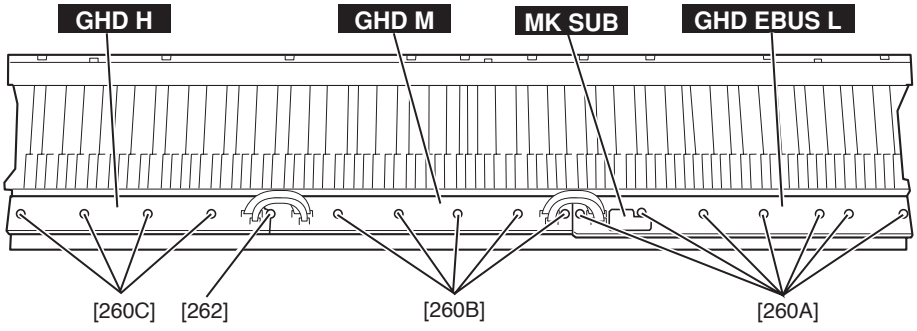

Fig. 15(図15)
Remove the seven (7) screws marked [260A]. The GHD EBUS L and MK SUB circuit boards can then be removed. (Fig. 15, Photo 10)
Remove the five (5) screws marked [260B] and the screw marked [262]. The GHD M circuit board can then be removed. (Fig. 15)
[260A] のネジ 7 本を外して、GHD EBUS L シートと MK SUB シートを外します。（図 15、写真 10）
[260B] のネジ 5 本と [262] のネジ 1 本を外して、GHD M シートを外します。（図 15）
Remove the four (4) screws marked [260C] and the screw marked [262]. The GHD H circuit board can then be removed. (Fig. 15)
[260C] のネジ 4 本と [262] のネジ 1 本を外して、GHD H シートを外します。(図 15)
Tighten the seven (7) screws marked [260A] to fix the GHD EBUS L, MK SUB circuit boards. (Fig. 15)
Tighten the five (5) screws marked [260B] and the screw marked [262] to fix the GHD M circuit board. (Fig. 15)
Tighten the four (4) screws marked [260C] and the screw marked [262] to fix the GHD H circuit board. (Fig. 15)
GHD EBUS L シートと MK SUB シートを取り付け、[260A] のネジ 7 本を取り付けます。(図 15)
GHD M シートを取り付け、[260B] のネジ 5 本と [262] のネジ 1 本を取り付けます。(図 15)
GHD H シートを取り付け、[260C] のネジ 4 本と [262] のネジ 1 本を取り付けます。(図 15)